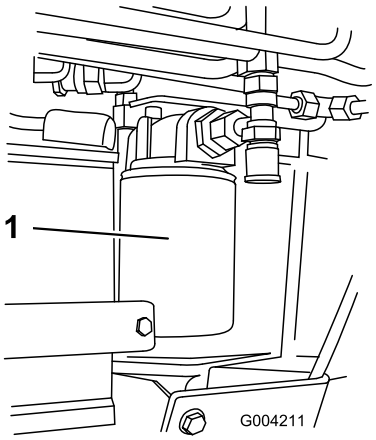

**Figuur 54**
4. Plaats een opvangbak onder het filter (Figuur 54).
5. Verwijder het oude filter (Figuur 54) en veeg het oppervlak van de pakking van het filtertussenstuk schoon.
7. Monteer het nieuwe hydraulische filter op het filtertussenstuk (Figuur 54). Draai het filter rechtsom totdat de rubberen pakking contact maakt met het filtertussenstuk. Draai het filter vervolgens nog eens 3/4 slag.